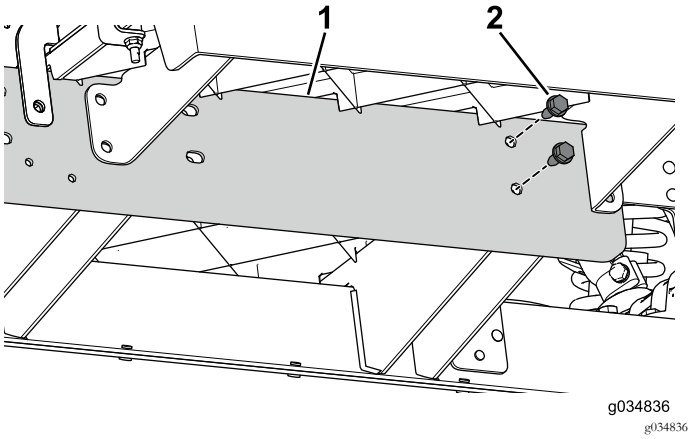

Figuur 71
3. Gebruik de 2 bouten (5/16 x 3/4 inch) om de verlengrail losjes op het centrale kanaal van het voorste gedeelte van de machine te monteren (Figuur 71).